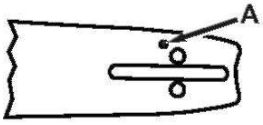

Рис.28 Рис.29
• Очистите отверстия подачи масла с двух сторон шины (рис.28);
• Очистите направляющий паз шины при помощи подходящего по толщине скребка (рис.28);